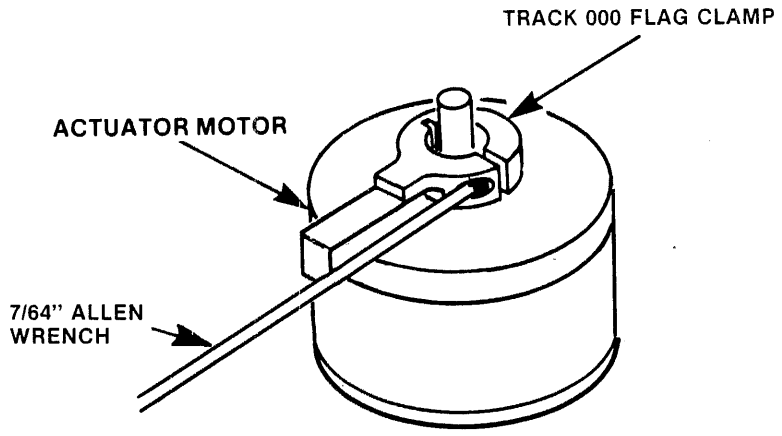

FIGURE 12. TRACK 000 FLAG COLLAR
E. Loosen the allen head set screw on the Track 000 flag collar (P/N 60417) (ref. Fig. 12).